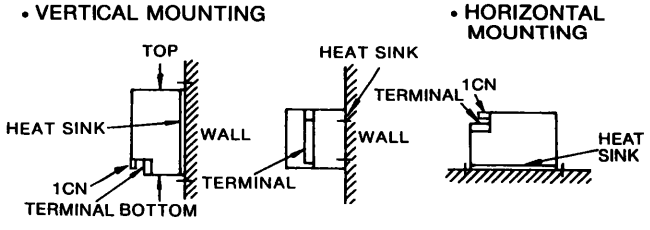

Fig 7.5 Mounting Direction of *Servopack*
(3) Mounting Direction
Mount the unit vertically on the wall using the mounting holes (4) on the base plate, with main terminals at the bottom. (Fig. 7.5)